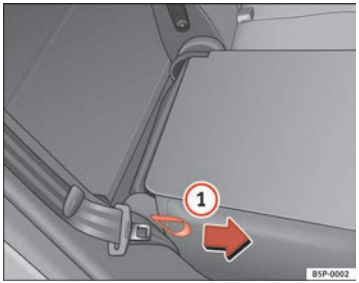

Fig. 101 Folding or opening the front seat backrests
– Pull the loop on the side of the seat ⇒ fig. 101 (1) in the direction of the arrow and lift the seat backrest into position.